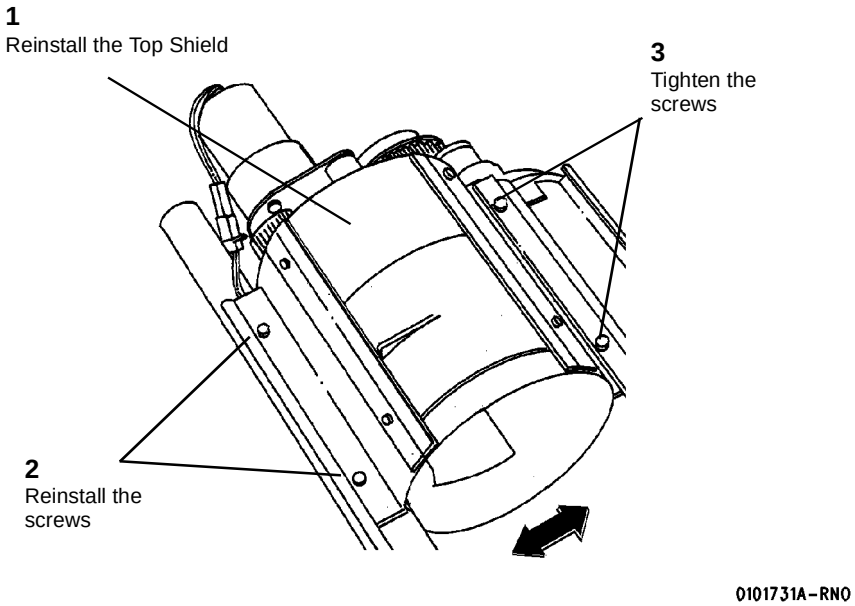

**Figure 12 Reinstalling the Top Shield**
19. ( Figure 12): Reinstall the Top Shield, rear edge first.